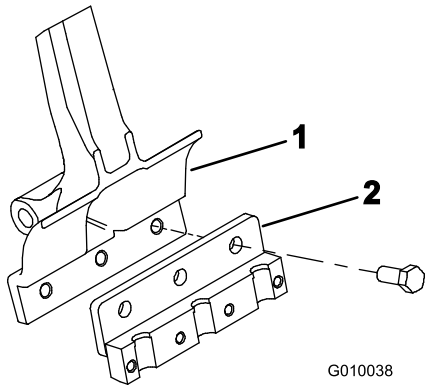

Figur 23
2. Fest en pipeholder på hver pipearm med tre bolter (1/2 x 1-1/4 tomme) (Figur 23). Trekk til boltene med et moment på 101,6 Nm.